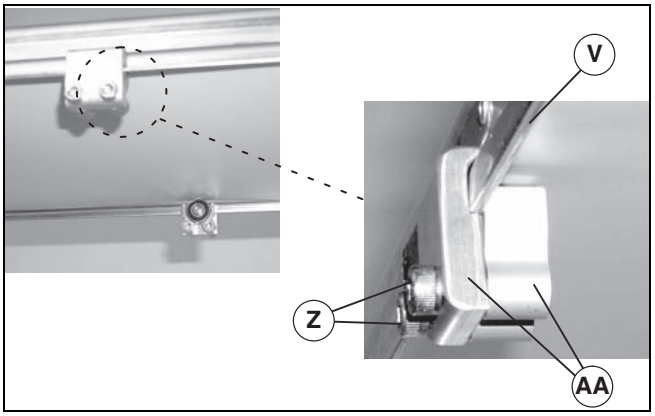

Figure 14
3. Attach return roller assembly (Figure 14, item AA) on each side of conveyor (V). Tighten screws (Z) to 80 in-lb (9 Nm).